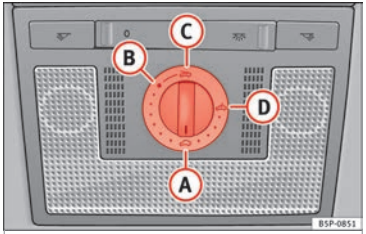

Fig. 57 Roof lining description: sliding/tilting sunroof rotary knob.
If the sliding/tilting sunroof has been opened again by the roll-back function, it can be closed only by pressing the rotary button at the front in position (A) ››› **Fig. 57** until the sliding/tilting sunroof has closed fully.